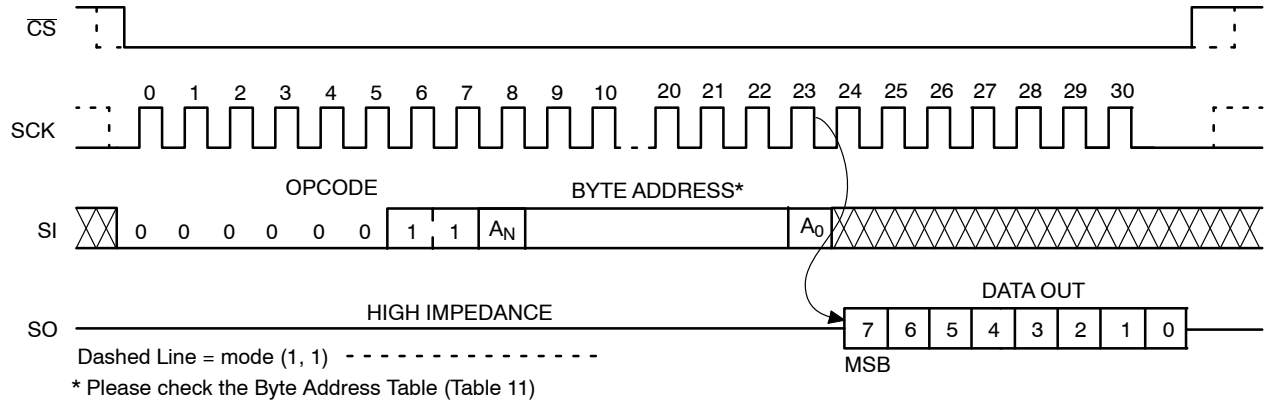

Figure 9. READ Timing
After receiving the last address bit, the NV25128 will respond by shifting out data on the SO pin (as shown in Figure 9). Sequentially stored data can be read out by simply continuing to run the clock. The internal address pointer is automatically incremented to the next higher address as data is shifted out. After reaching the highest memory address, the address counter "rolls over" to the lowest memory address, and the read cycle can be continued indefinitely. The read operation is terminated by taking $\overline{CS}$ high.
Reading the additional 64−byte Identification Page (IP) is achieved using the same Read command sequence as used for Read from main memory array (Figure 9). ***The IPL bit from the Status Register must be set (IPL = 1) before attempting to read from the IP.*** The [A5:A0] are the address significant bits that point to the data byte shifted out on the SO pin. If the CS continues to be held low, the internal address register defined by [A5:A0] bits is automatically incremented and the next data byte from the IP is shifted out. The byte address must not exceed the 64−byte page boundary.